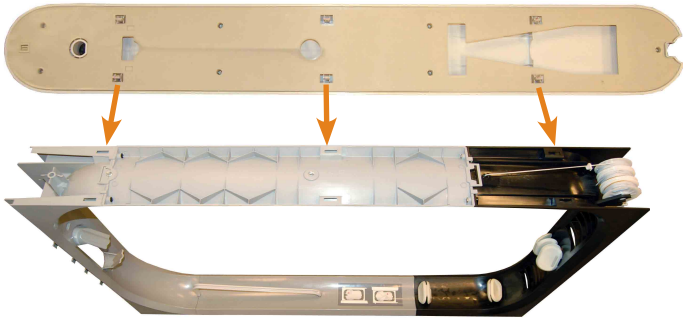

Figures 1 & 2
3. Remove door cover from door frame. The door cover is attached to the frame by six (6) clips (see Figure 1). Slowly pull the door cover from the frame 1 clip at a time starting from the bottom and working to the top.